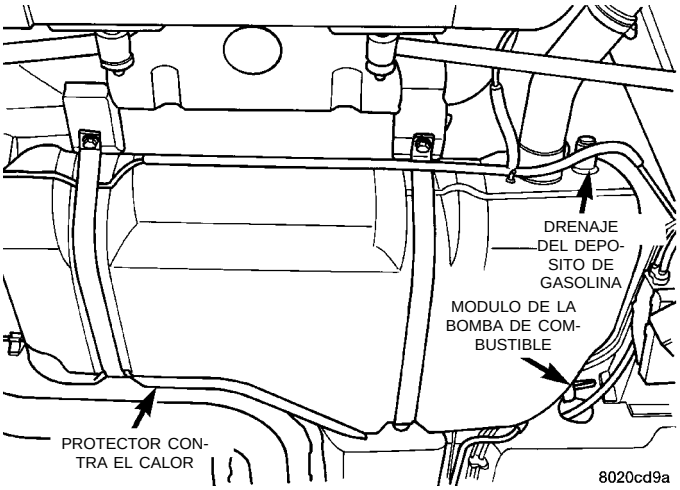

Fig. 31 Depósito de gasolina
(2) Drene el depósito de gasolina. Consulte Drenaje del depósito de gasolina en esta sección (Fig. 31).
(3) Eleve el vehículo sobre un elevador.